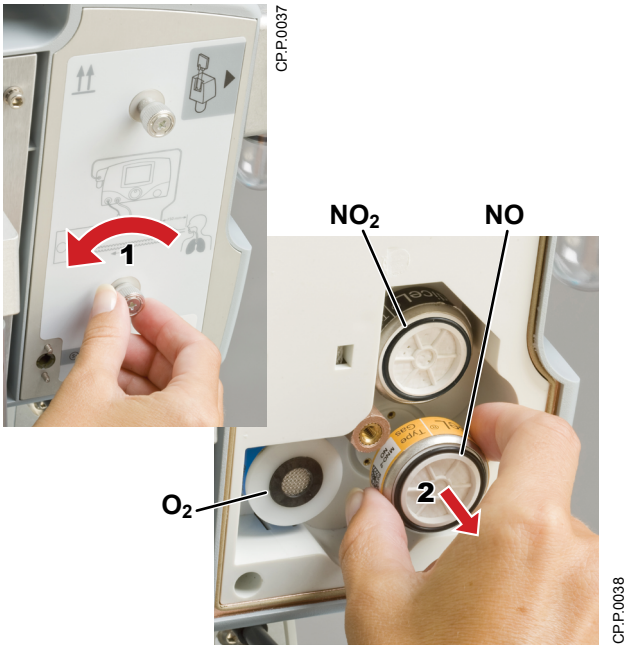

Figure 6-16 Removing sensor cover (left) and sensor (right)
1. At the back of the INOmax DS_{IR} Plus, remove the sensor cover by turning the sensor cover screws counter-clockwise until they spin freely (**1**, Figure 6-16). Then grasp both screws firmly and pull the cover straight out.
2. Identify the sensor to be replaced, grasp the sensor on two sides and gently pull it from its socket (**2**, Figure 6-16).